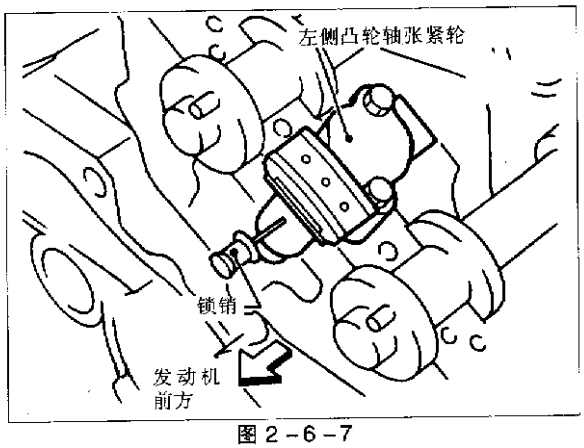

图 2－6－7
(6) 拆卸汽缸盖螺栓，见图 2－6－8 和图 2－6－9。